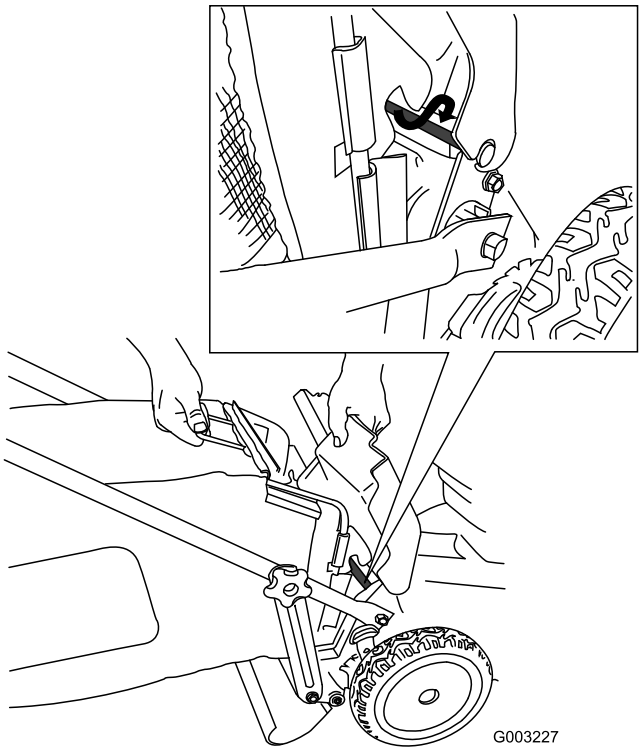

Figur 24
4. Monter posen på dørstangen (Figur 24).